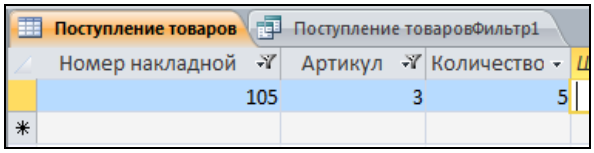

Рис. 2.58. Результат фильтрации
4. В таблице отображаются только те записи, которые удовлетворяют заданному условию (рис. 2.58).